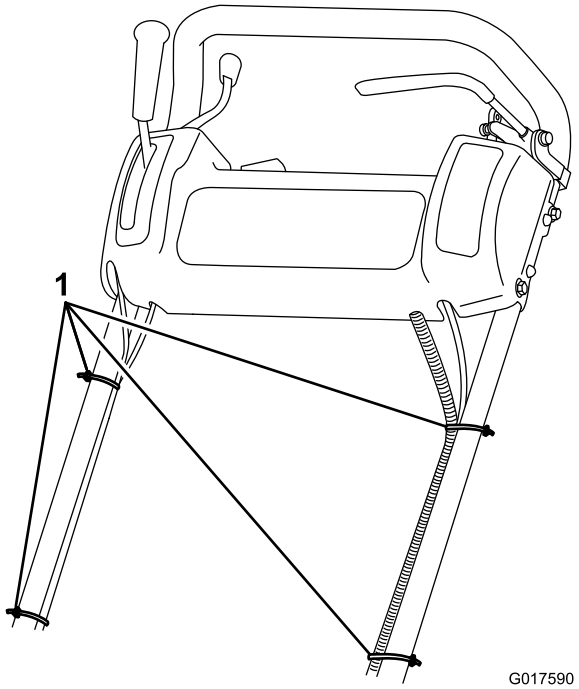

Figur 4
7. Fäst kablarna och kablaget vid handtaget med kabelband (Figur 4).